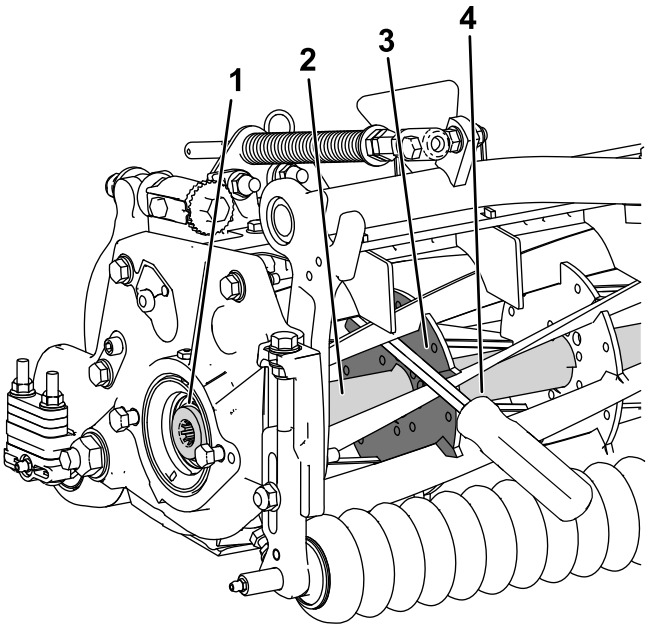

Figur 29
1. Sæt en langskaftet løftestang (anbefalet ⅜" x 12" med skruetrækkerhåndtag) gennem knivcylinderens forende tættest på den side af klippeenheden, som du skal tilspænde (Figur 29).
2. Anbring løftestangen mod den indvendige knivcylinderforstærknings svejseside (Figur 29).